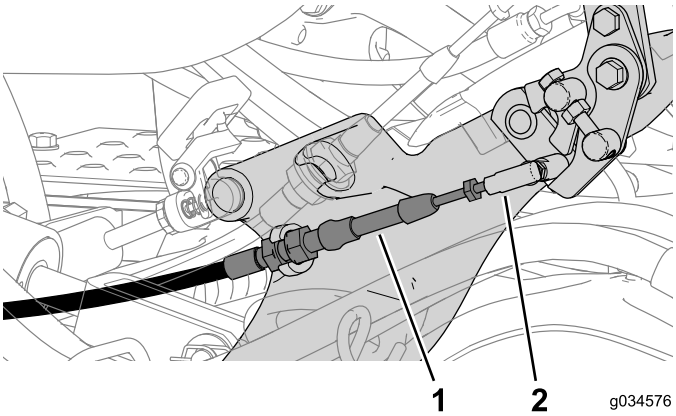

Rysunek 24
2. Podłącz linkę blokady położenia neutralnego do pedału zmiany biegów (Rysunek 24).